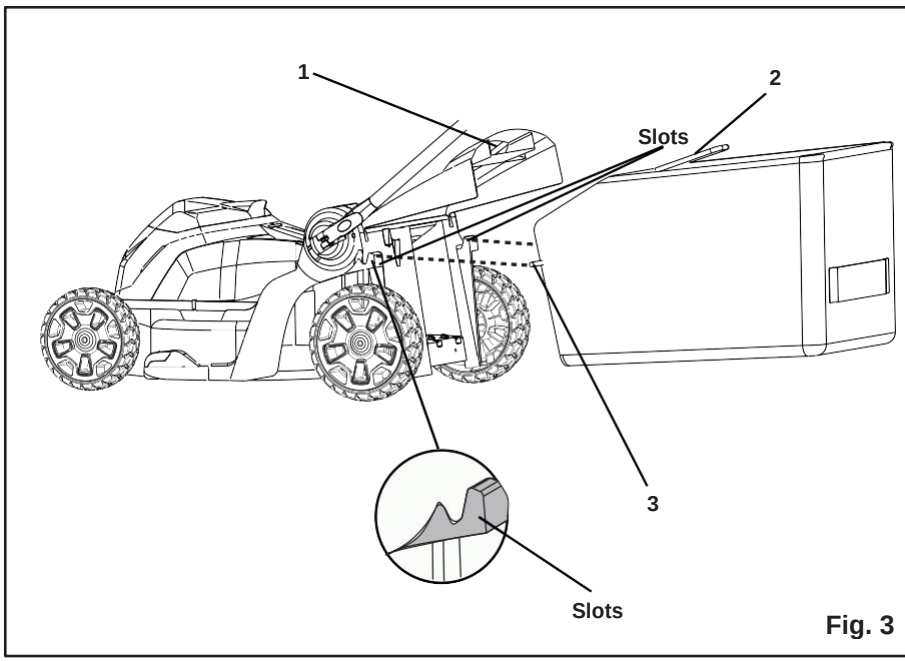

**Fig. 3**
**INSTALLING THE GRASS CATCHER BAG** *(See Figure 3)*
- Lift the chute cover (1).
- Lift the grass catcher by its handle (2) and place under the chute cover so that the hooks (3) on the grass catcher frame are seated into the slots in the handle bracket.